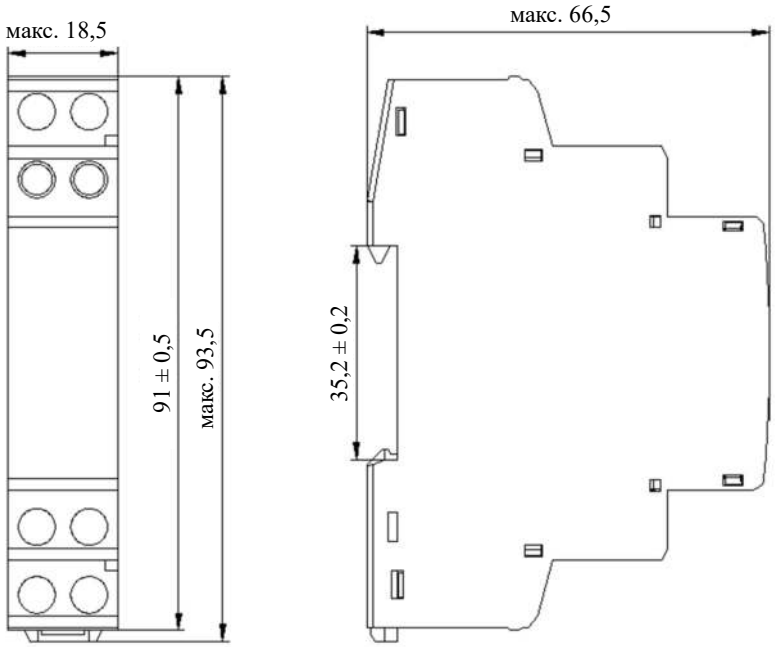

Рисунок 1. Габаритные и монтажные размеры
3.1 Габаритные и установочные размеры: см. рисунок 1, единицы измерения: мм.